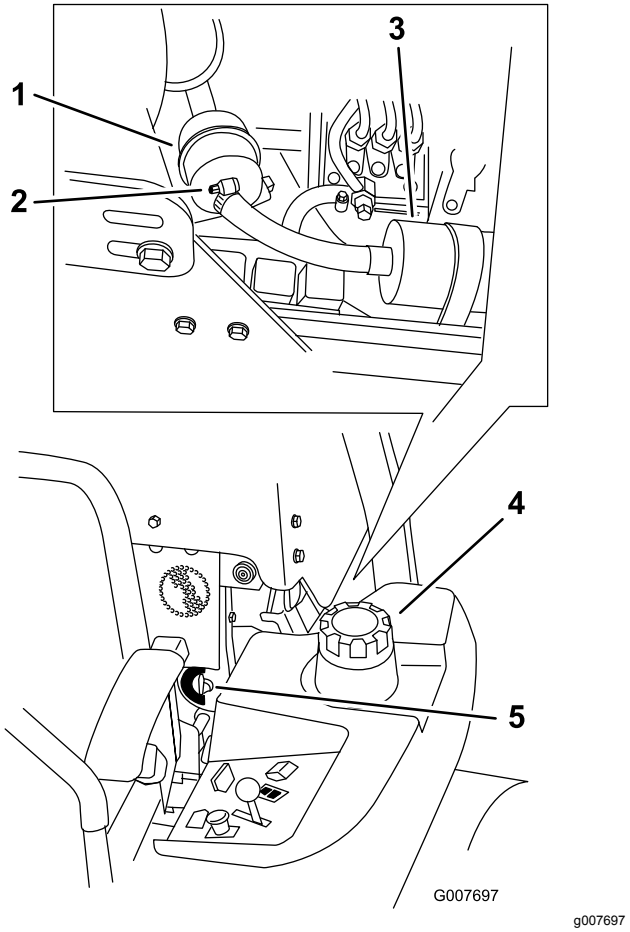

Figur 54
4. Luk brændstofafbryderventilen (Figur 54).
5. Løsn de to slangeklemmer, og kobl brændstofledningerne fra brændstoffilteret (Figur 54).
6. Sæt et nyt filter. Kobl brændstofledningerne til brændstoffilteret, og monter de to slangeklemmer (Figur 54).